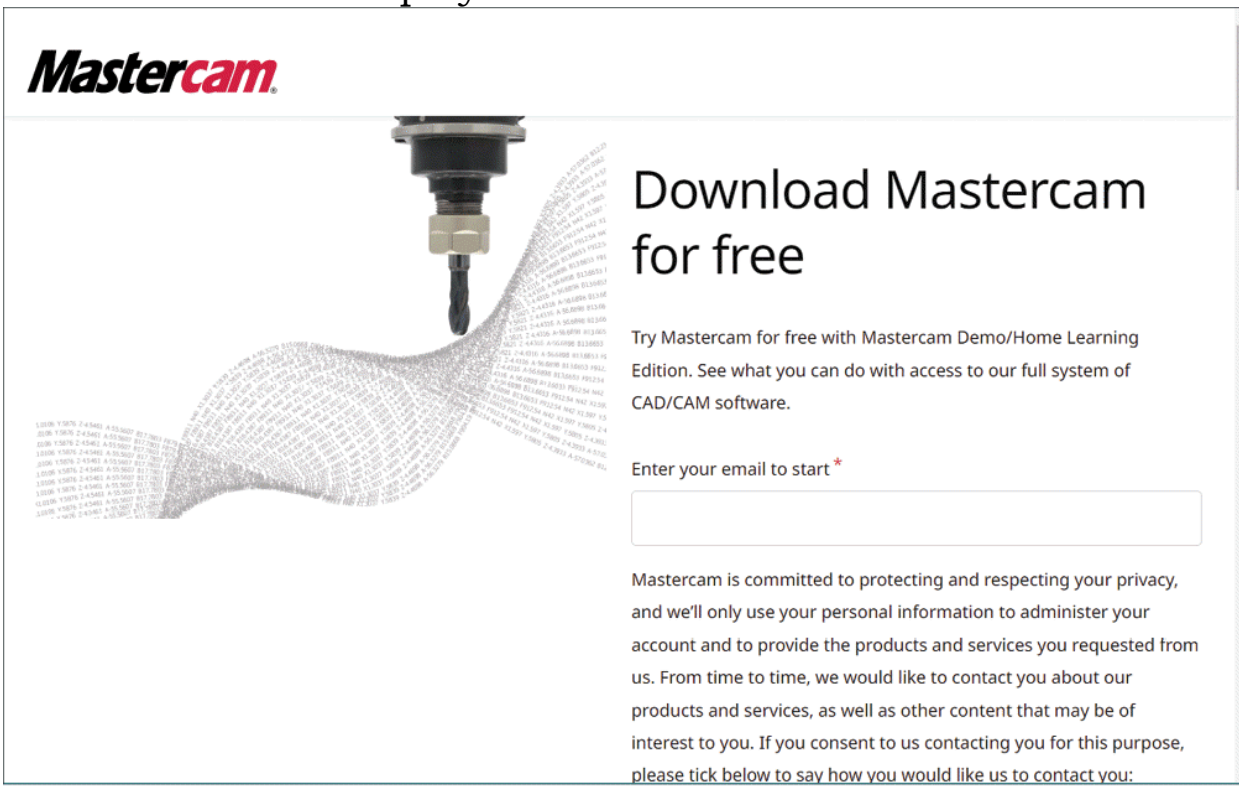

Figure-1. Mastercam Home Learning Edition web page
- On reaching the link, a web-page will be displayed as shown in Figure-1. Type your E-mail ID in the edit box, select check boxes to agree with Mastercam terms & conditions, and click on the **GET STARTED** button. Web page to create a mastercam account will be displayed.